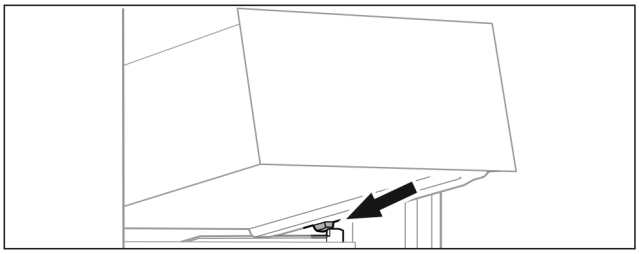

Fig. 99
▶ Așezați sertarul oblic în spatele opritoarelor pe nervura recipientului. (vezi Fig. 99)